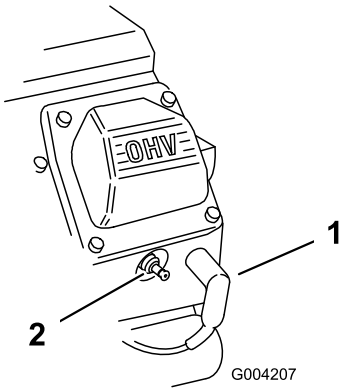

**Figur 49**
2. Lossa kablarna från tändstiften (Figur 49).
3. Skjut på kablarna på tändstiften (Figur 49).